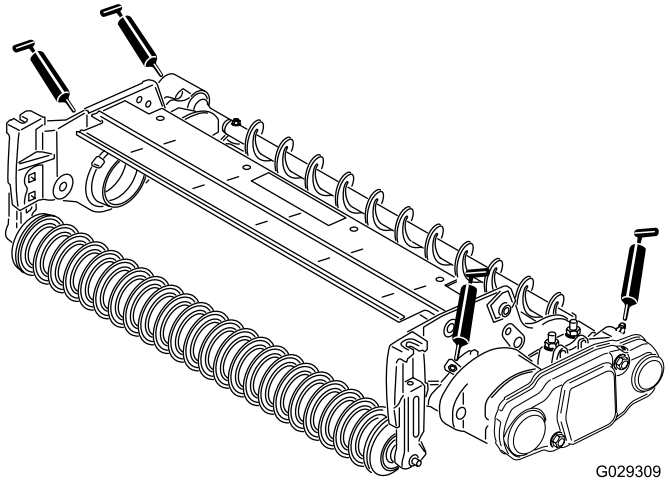

Figur 19
26. Smør smøreniplene på hver side av valsebørstens lagerhus og på resten av klippeenheten med nr. 2 litiumbasert smørefett til vanlig bruk (Figur 19).